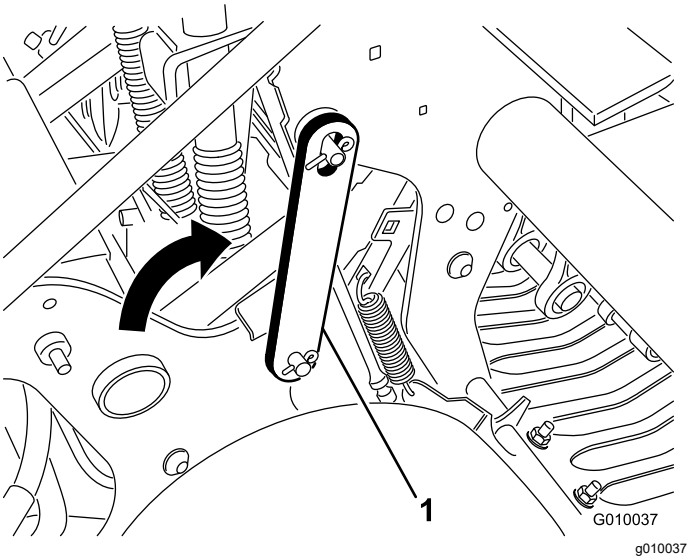

**Figure 19**
4. Pivot the service latch rearward and insert it onto the coring head pin (Figure 19). Secure the latch with the clip ring.